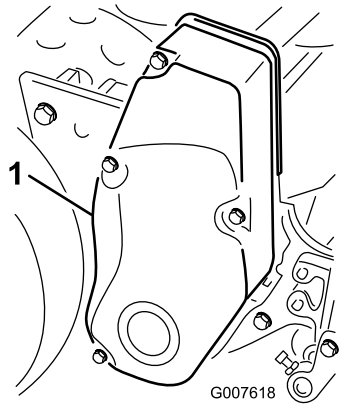

Bild 28
1. Nehmen Sie die Befestigungsschrauben der Riemenabdeckung und die Riemenabdeckung ab, um den Riemen zugänglich zu machen (Bild 28).